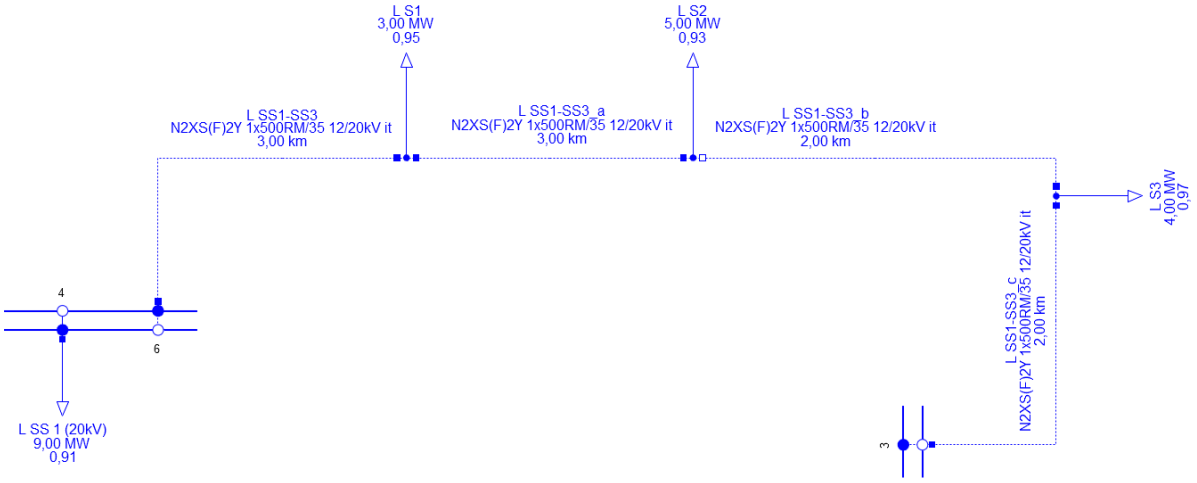

Figure 3: Enhancement of the 20 kV grid
- Activate the graphic mode to make graphical changes and add the components of the 20 kV grid as shown in Figure 3.
- The loads can be connected by selecting the load element and directly clicking on the line. A new window will appear, where you can enter the position of connection. Select the option *Insert Switches* for the *Right Side* and *Left Side* to create switches at the new terminals. To add switches subsequently, right-click on the line very close to the terminal and select *Create Switch*. Enter the load data according to Figure 3.